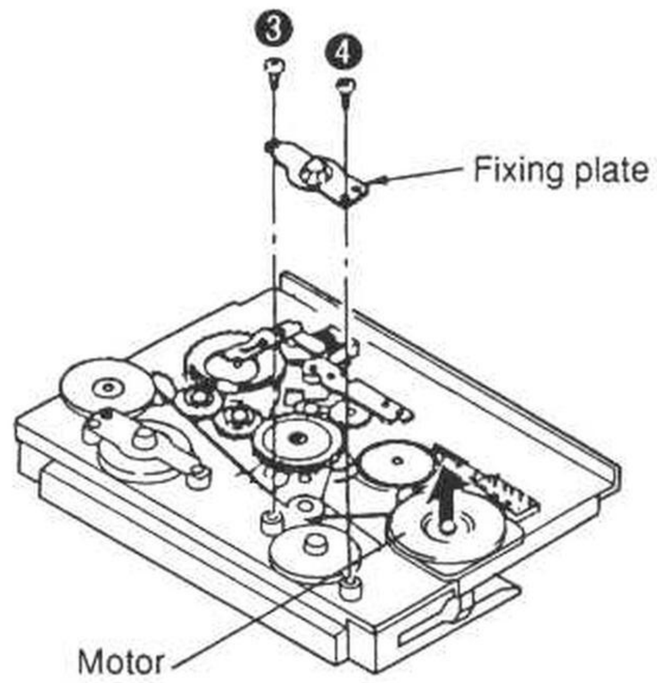

Fig. 2
3. Remove the 2 screws(❸ , ❹) and the fixing plate.(Refer to Fig. 2.)
4. Remove the motor in the direction of arrow.(Refer to Fig. 2.)